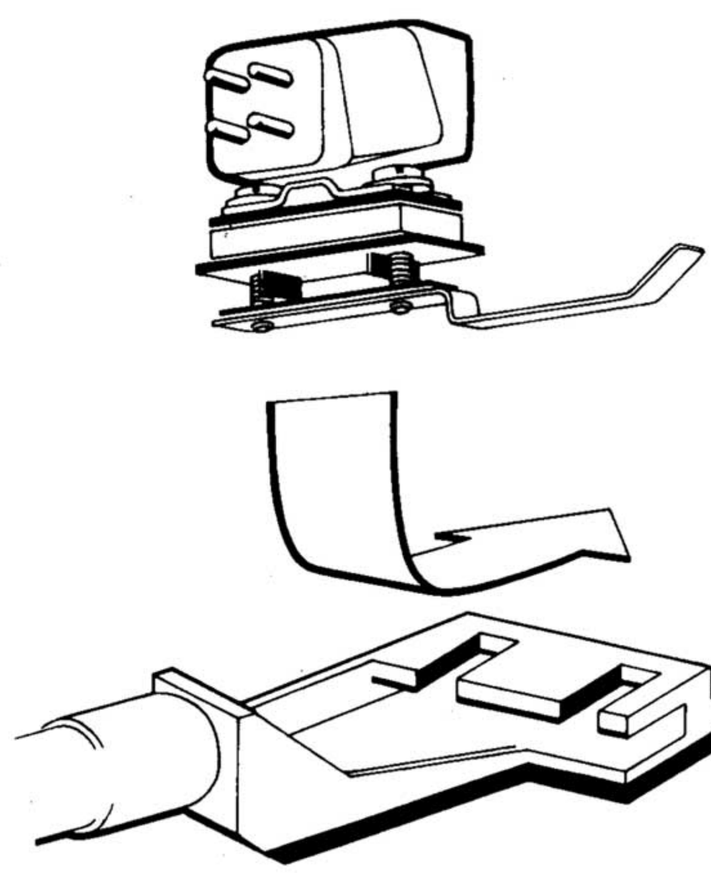

Figura 20
5. Fare scorrere la cartuccia montata entro la sua sede (figura 20).